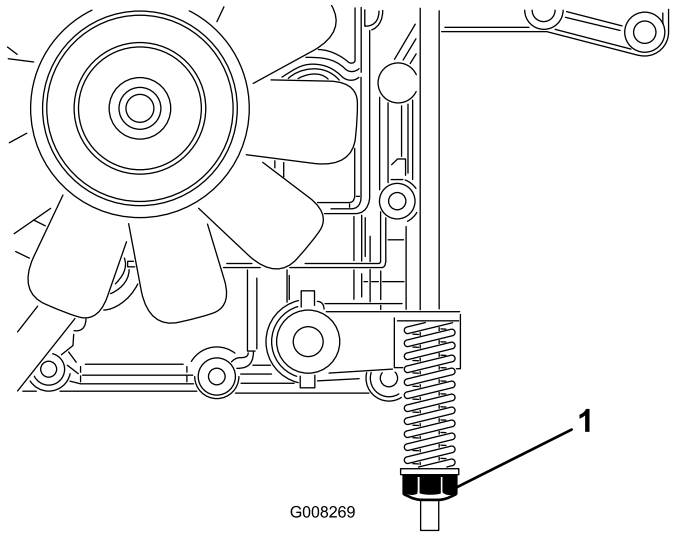

Figur 32
Bromsen sitter på höger sida av bakaxeln, i bakhjulet (Figur 32).
3. Vrid bromsjusteringsmuttern medsols tills det inte går att skjuta maskinen (Figur 32).